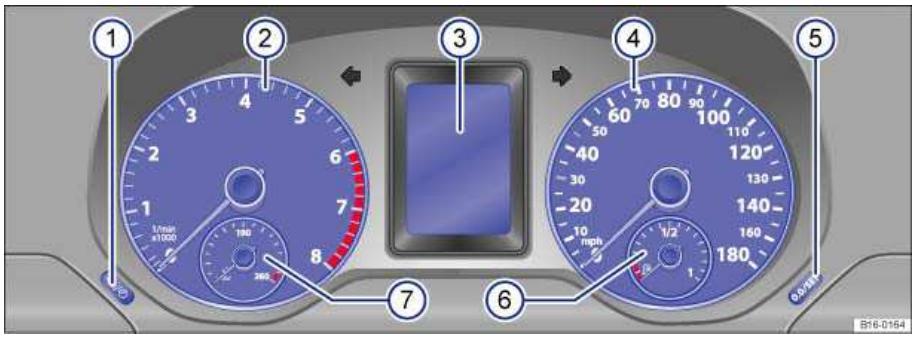
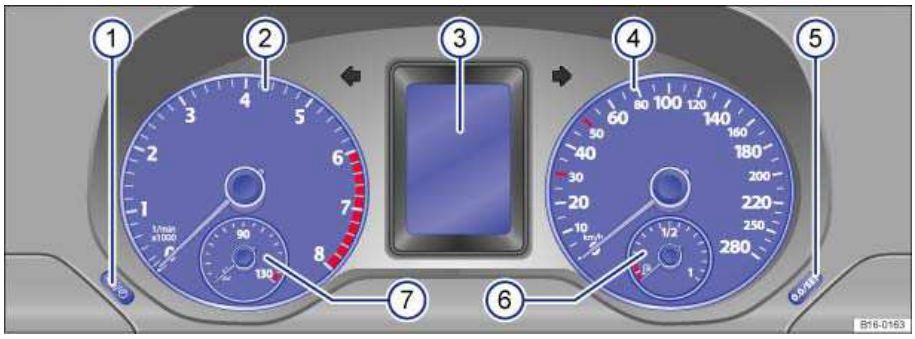

Fig. 10 Instrument cluster in the instrument panel.
Fig. 11 Instrument cluster in the instrument panel.
Instrument explanations ⇒fig. 10:
Instrument explanations ⇒fig. 11:
Depending on the vehicle model, different information may be shown in the instrument cluster display ⇒ fig. 10 (3), ⇒ fig. 11 (3).
The service appointment reminder is shown in the instrument cluster display ⇒ fig. 10 (3), ⇒ fig. 11 (3).